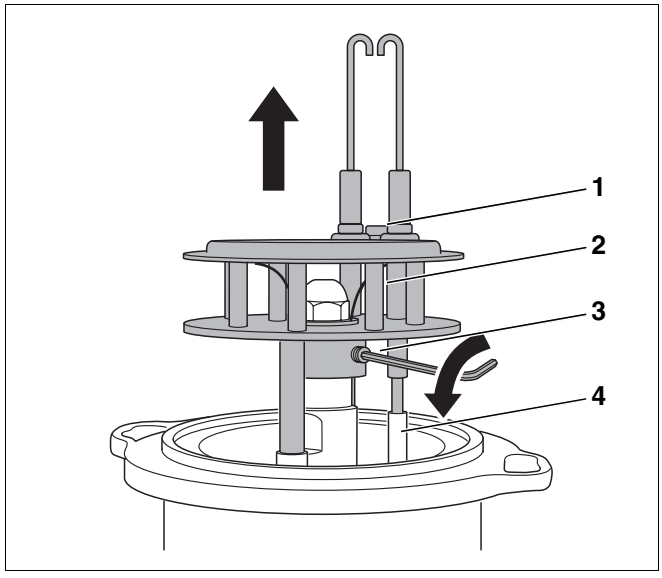

Rys. 33 Demontaż systemu mieszającego
- Odkręcić śrubę (rys. 33, **poz. 1**) między elektrodami zapłonowymi.
- Odłączyć przewody zapłonowe (rys. 33, **poz. 4**).
- Odkręcić wkręt bez łba (rys. 33, **poz. 3,** strona 31) i wyjąć system mieszający (rys. 33, **poz. 2**, strona 31) do góry.